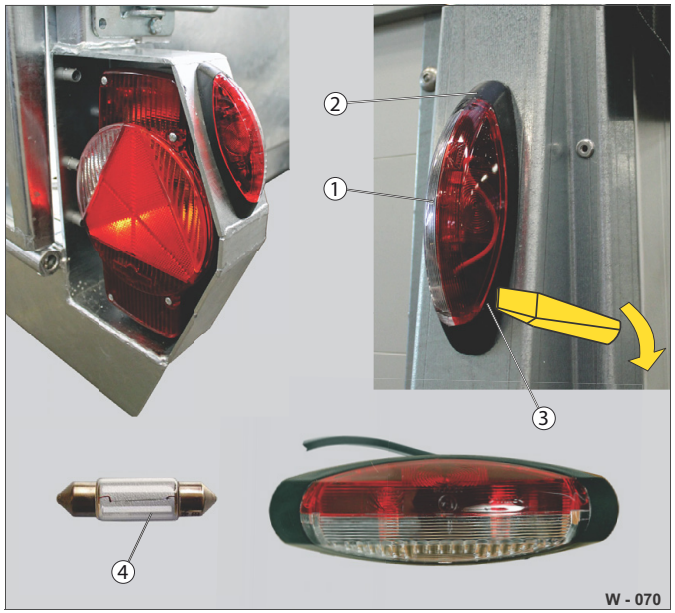

Abb. 72 Doplňkové obrysové světlo / boční světlo na zadní straně
- ▶ Opatrně uvolněte pomocí plochého nástroje v drážce (Abb. 72/3) krycí sklíčko (Abb. 72/1).
- ▶ Vyměňte žárovku Soffitte (Abb. 72/4).
- ▶ Nasuňte krycí sklíčko na přídržnou destičku (Abb. 72/2) – dávejte pozor na směr.